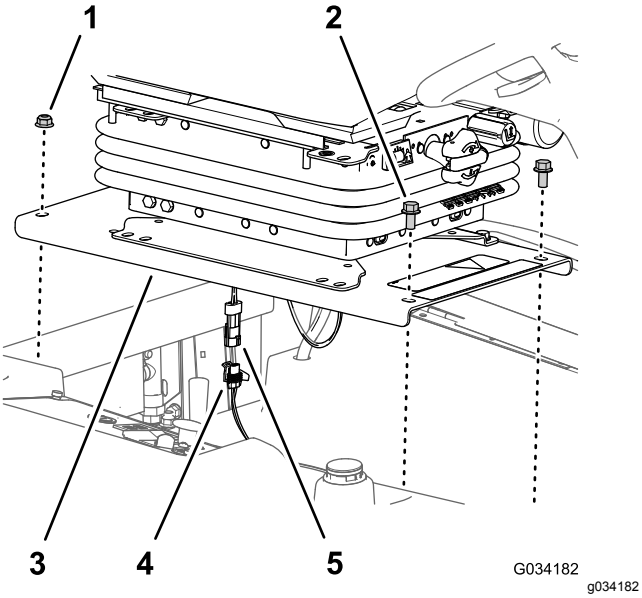

**Figur 33**
1. Fjern de to flangehovedbolte (3/8 x 3/4 tomme), der fastgør sædepladens forside til maskinens chassis (Figur 33).
2. Fjern de to flangelåsemøtrikker (3/8 tomme), der fastgør sædepladens bagside til maskinens chassis (Figur 33)..
4. Frakobl konnektoren med 2 ben på dødemandskontaktens ledningsnet fra konnektoren med 2 sokler på maskinens ledningsnet (Figur 33).
2. Tilkobl konnektoren med 2 ben på dødemandskontaktens ledningsnet til konnektoren med 2 sokler på maskinens ledningsnet. Se Figur 33.
3. Ret de bageste huller i sædepladen (Figur 33) ind efter de 2 bræddebolte (3/8 x 1 tomme) i kølerens kanal.
4. Monter sædepladen (Figur 33) på bræddeboltene med de to flangelåsemøtrikker (3/8 tomme), du fjernede i trin 2 i Afmontering af sædet og sædepladen (side 41).
5. Tilret de forreste huller i sædepladen (Figur 33) efter gevindet på tankens stænger.
6. Monter sædepladen (Figur 33) på tankens stænger med de to flangehovedbolte (3/8 x 3/4 tomme), du fjernede i trin 1 i Afmontering af sædet og sædepladen (side 41).